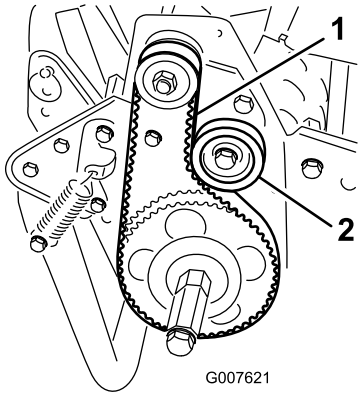

Figuur 37
2. Controleer de spanning door de riem midden tussen de poelies (Figuur 37) in te drukken met een kracht van 18 tot 22 N. De riem moet een speling van 6 mm hebben.
A. Maak de montagemoer van de spanpoelie los en draai de spanpoelie rechtsom tegen de achterzijde van de riem totdat de riem de vereiste spanning heeft (Figuur 37).